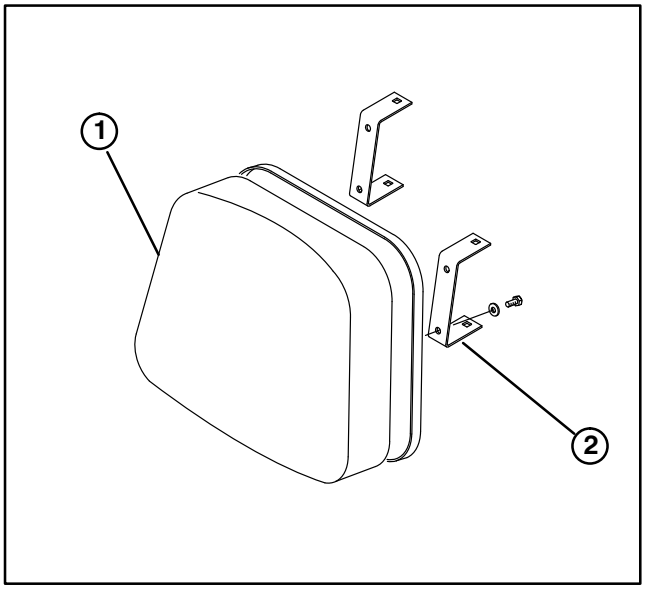

Figure 5
INSTALL SEAT BACK CUSHIONS AND MANUAL TUBE (Fig. 5 − 6)
1. Mount (2) seat back brackets to each seat back cushion with (4) 1/4−20 x 3/4" lg. capscrews and 1/4" flat washers. Position brackets on seat back cushions as shown in figure 5.